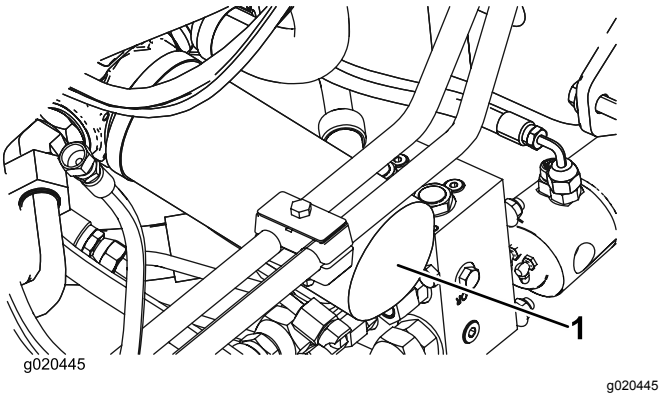

Figuur 100
2. Reinig de omgeving van de plaats waar het filter wordt gemonteerd. Plaats een opvangbak onder het filter en verwijder het filter (Figuur 100).